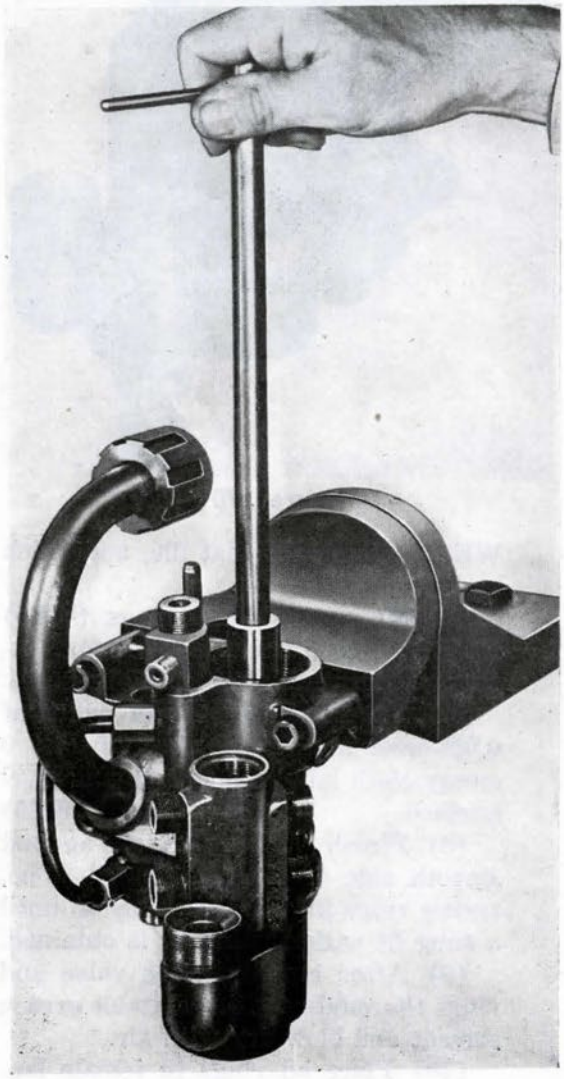
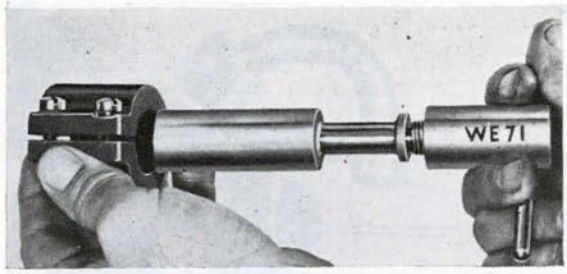

Figure 174
Figure 175
*(a) Lap hole for reducing-valve stem in body (Fig. 174). **(WE220)**
(1) Adjust male lap, WE220, to fit valve stem hole snugly. **(WE220, 37)**
(2) Measure diameter of male lap WE220. **(WE220, WE6)**
3. Select a spare valve stem which is slightly larger than diameter measured in step (2), above. **(WE6)**
4. Lap spare valve stem to size (Fig. 175). **(WE71, WE72, WE6)**